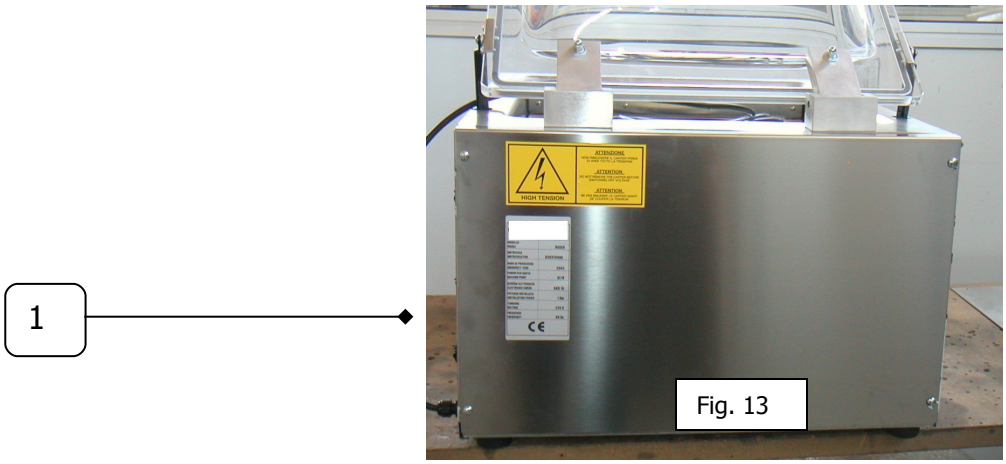

Fig. 13
1. Accedere all'interno della macchina, togliendo il carter di protezione (1, fig. 13) tramite le 4 (6) viti di fissaggio.